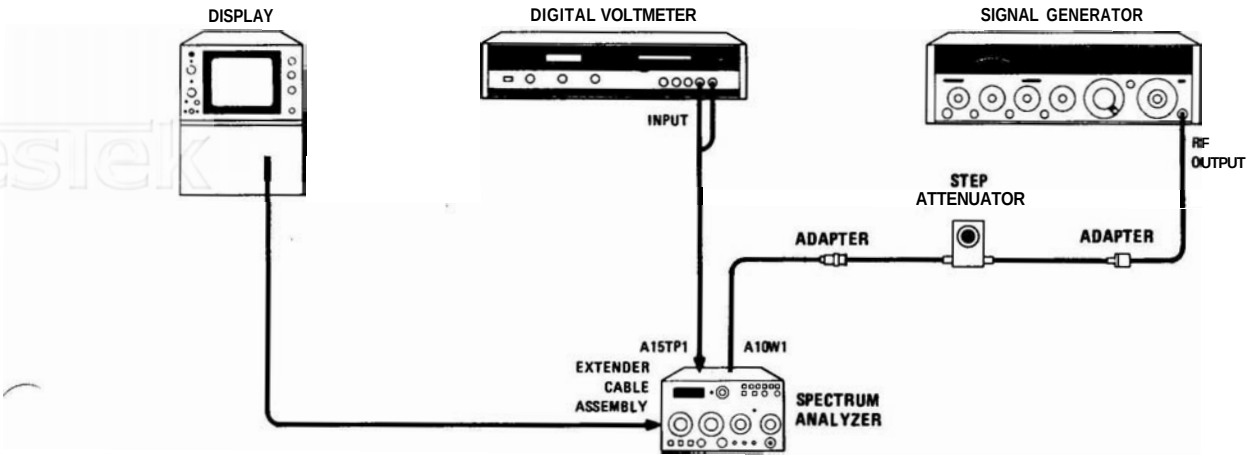

FIGURE 5-3. LOG AMPLIFIER LOG AND LINEAR ADJUSTMENT TEST SETUP
2. Connect equipment as shown in Figure 5-3. Set signal generator frequency to 321.4 MHz and output level to −40 dBm. Remove A10W1 from A5J2 2nd CONV OUT. Connect signal generator output through step attenuator and adapters to A10W1.
10. Reconnect signal generator as shown in Figure 5-3. Set Amplitude Scale to 10 dB/DIV and set step attenuator to 40 dB.